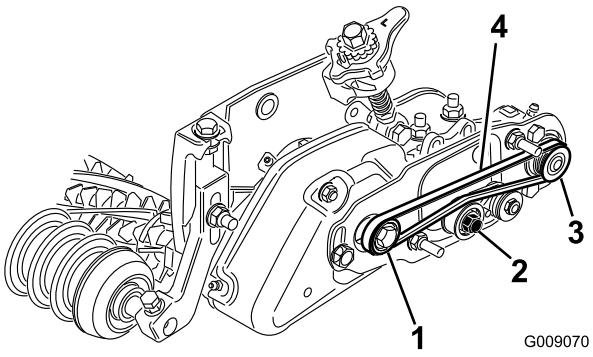

Bild 32
- Verlegen Sie den Riemen um die **Antriebsscheibe** und dann über die Oberseite der Spannscheibe (Bild 32).
- Verlegen Sie den Riemen von der **Antriebsscheibe** ausgehend (Bild 32).